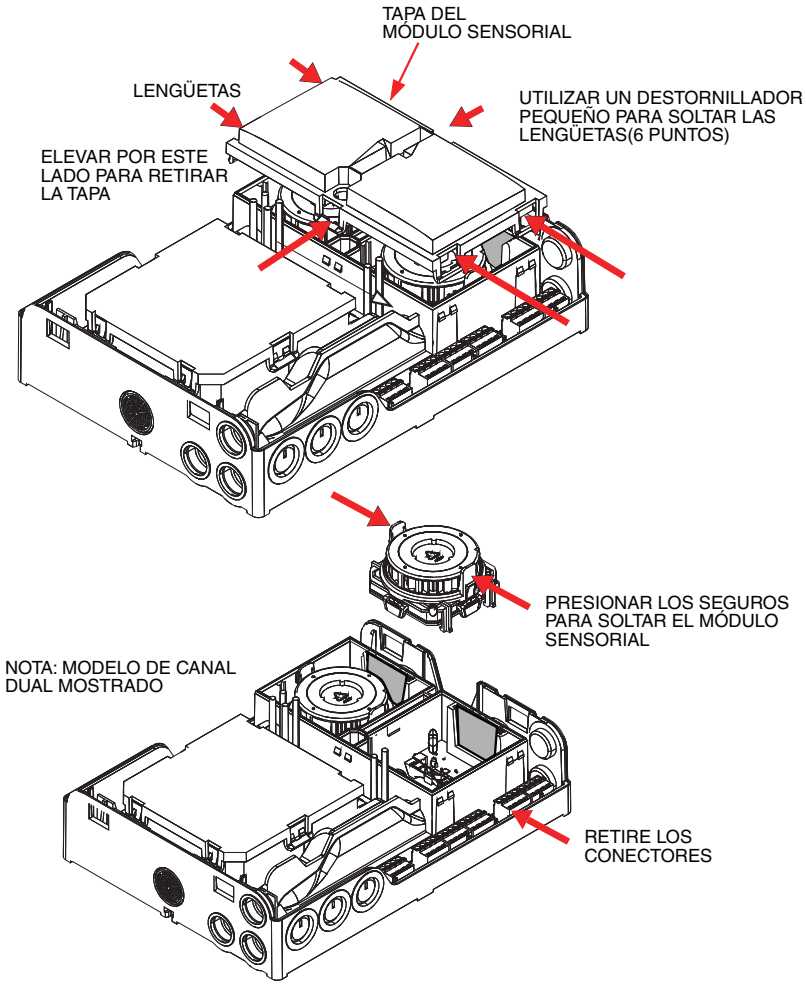

Figura 8-1: Cambio del módulo sensorial
2. Con un pequeño destornillador, libere las seis lengüetas de bloqueo y retire la tapa del sensor (véase la Figura 8-1).